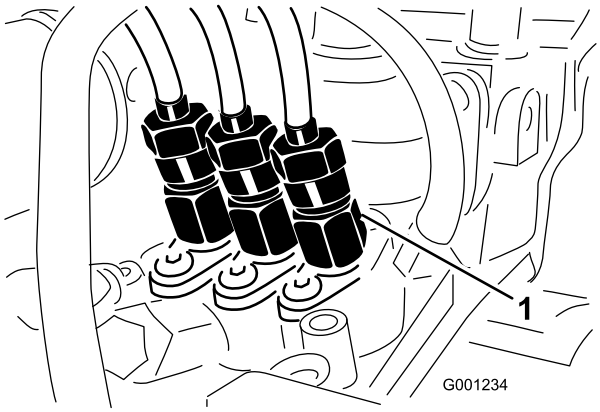

Figur 51
1. Løsne rørforbindelsen til injektormunnstykke nummer 1 og holderen ved innsprøytingspumpen (Figur 51).